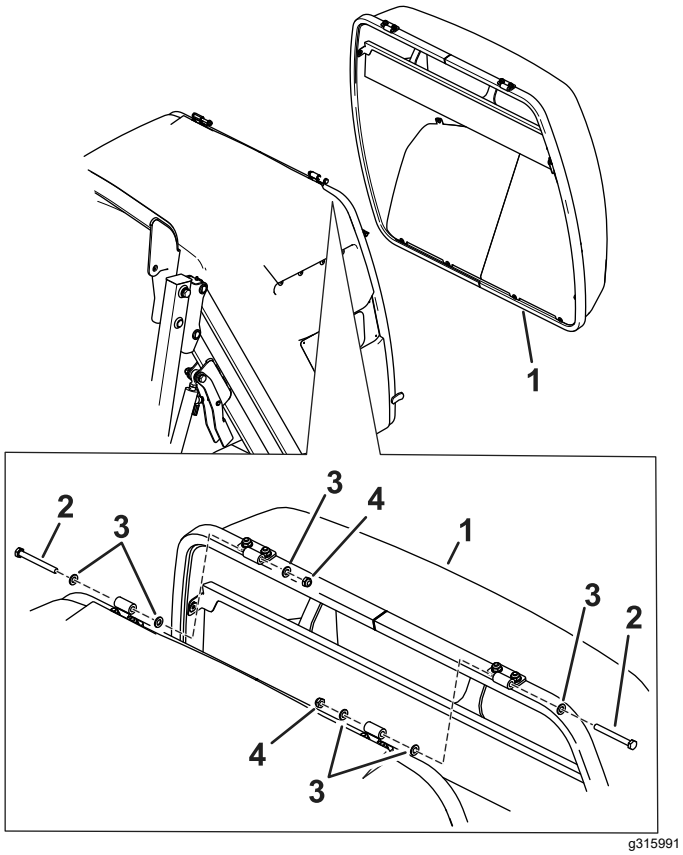

Bild 2
2. Installieren Sie die Fangboxklappe mit den zuvor entfernten Befestigungsmitteln an der Fangbox; siehe Bild 2.